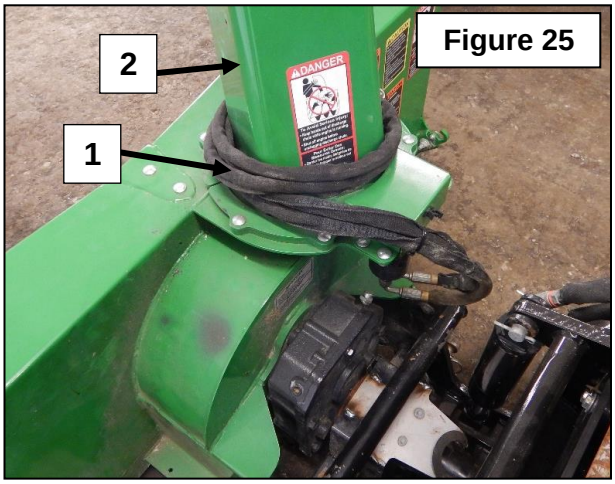

Figure 25
Figure 25: Débrancher les accouplements hydrauliques et les connecteurs électriques, rouler ensemble les boyaux (items 1) et fils électriques et placer autour de la chute (item 2) de la souffleuse à neige tel qu'illustré sur la **figure 25**.